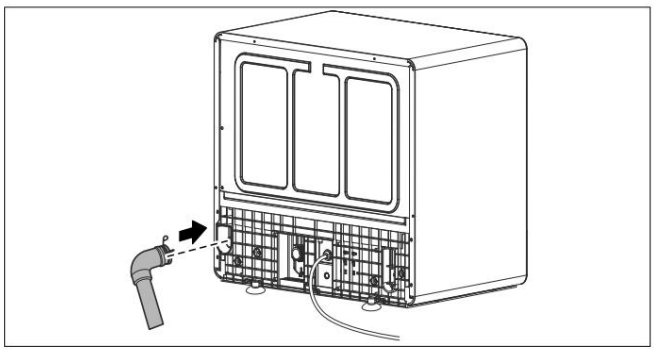

Rys. 13 – Podłączenie odpływu wody
Podłącz wąż spustowy wody do króćca spustowego wody (10) znajdującego się z tyłu urządzenia i zabezpiecz go zaciskiem (patrz rys. 13).